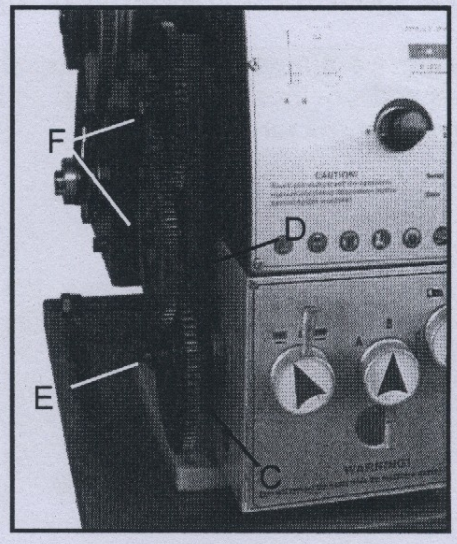

Fig. 23
3. Loosen the locking screw (C, Fig.23) on the quadrant.
4. Swing the quadrant (D, Fig.23) to the right.
5. Unscrew the bolt (E, Fig.23) from the leadscrew or the square bolts (F, Fig.23) from the quadrant bolts in order to remove the change gears from the front.